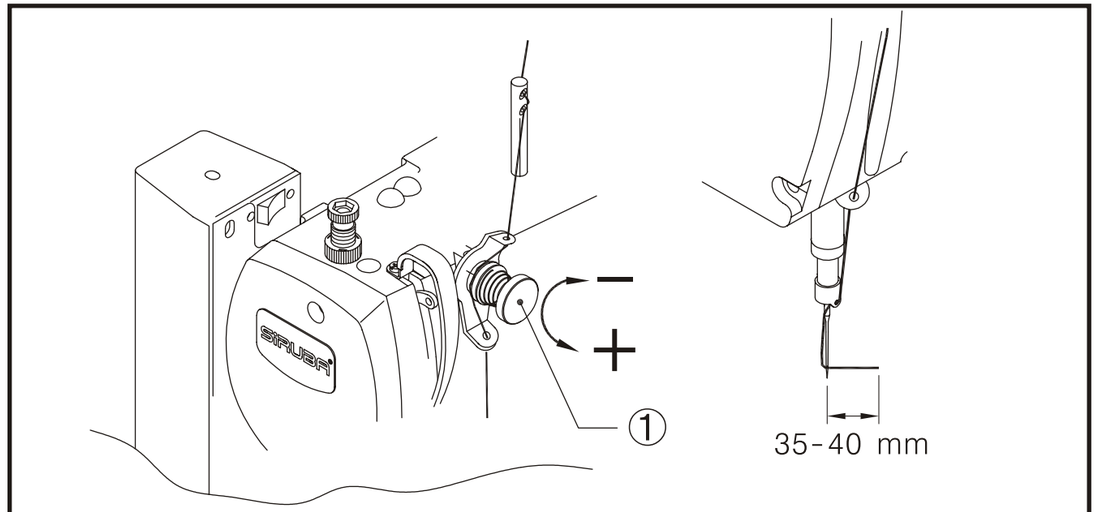

Fig. 7
3. Aumentar la presión del equipo de control de hilo 1 hará que el largo del sobrante del hilo sea menor. Disminuir la presión del equipo de control de hilo 1 hará que el largo del sobrante del hilo sea mayor. Gire el equipo de control de hilo 1 para conseguri los ajustes deseados. (Fig. 7)